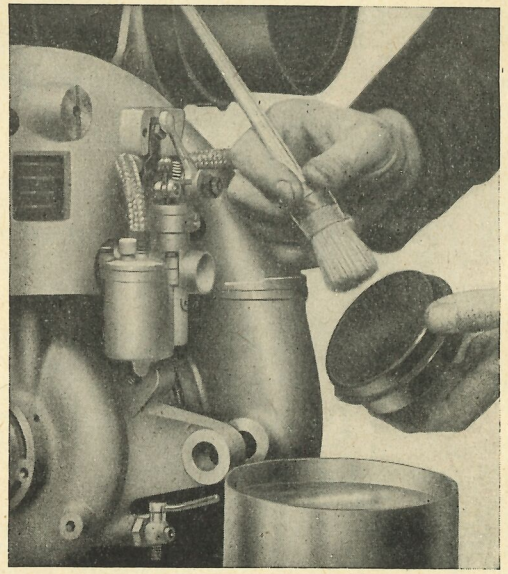

Bild 26
3. **Luftfilter** (Bild 26 und 27)